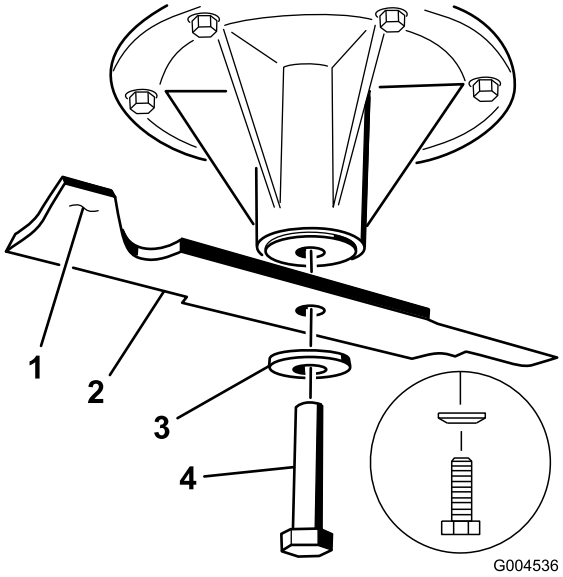

Figur 97
Bemærk: Hvis skærekniven forbliver i en vandret position, er skærekniven afbalanceret og kan benyttes. Hvis skærekniven ikke er afbalanceret, skal der slibes lidt mere metal af enden af sejlområdet (Figur 97). Gentag denne procedure, indtil skærekniven er afbalanceret.
1. Monter skærekniven på spindelakslen (Figur 97).
Bemærk: Monter fjederdiskens konus nærmest boltens hoved (Figur 97). Tilspænd knivbolten med et moment på 115 til 150 N·m.